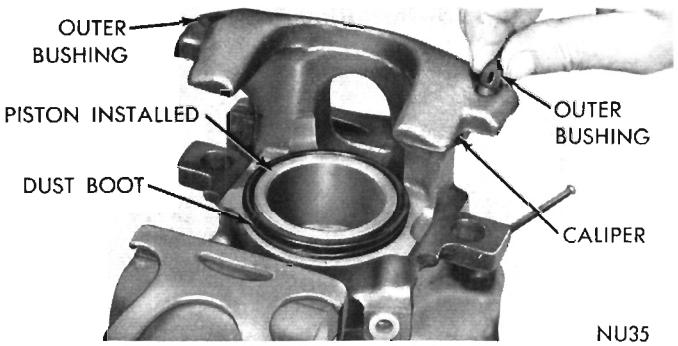

Fig. 18—Installing Outer Bushings
(5) Install new inner guide pin bushings in caliper with flanged end on inboard side (Fig. 3). Compress flanges of outboard bushing in with fingers and work into position in hole from the outboard side of the caliper (Fig. 18). Press **IN** on bushing, using finger tips or small plastic stick (Fig. 18) until seated. Be sure flanges extend over caliper casting evenly on both sides. Install bleeder screw.